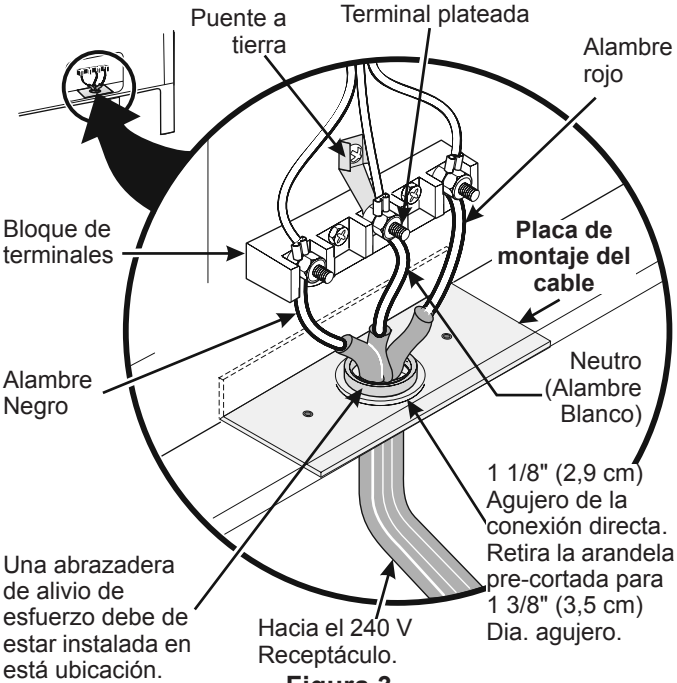

Figura 3
NOTA: La cocina corrediza eléctrica viene de fabrica con un agujero de diámetro 1 1/8" (2,9 cm) come se muestra en la figura 3. Si un agujero mas grande es necesario retire la arandela pre-cortada.
Si los códigos locales permiten la conexión del conductor a tierra del armazón al alambre neutral del cable de bronce del suministro eléctrico (vea figura 3).
2. Utilizar los tuercas suministraron en el paquete de la literatura para conectar la parte neutral del cable de bronce de suministro eléctrico ala terminal plateada que se encuentra al centro del bloque de terminales y, conectar los otros alambres a las terminales externas. Una los alambres y las terminales según el color (alambres rojos conectados ala terminal derecha, alambres negros conectados ala terminal izquierda) (vea figura 3).